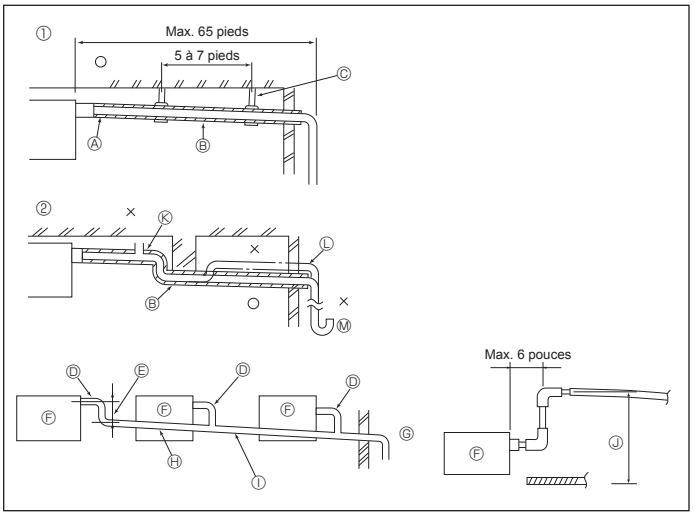

Fig. 6-1
6.1. Mise en place du tuyau d'écoulement (Fig. 6-1)
① Tuyauterie correcte
② Tuyauterie incorrecte